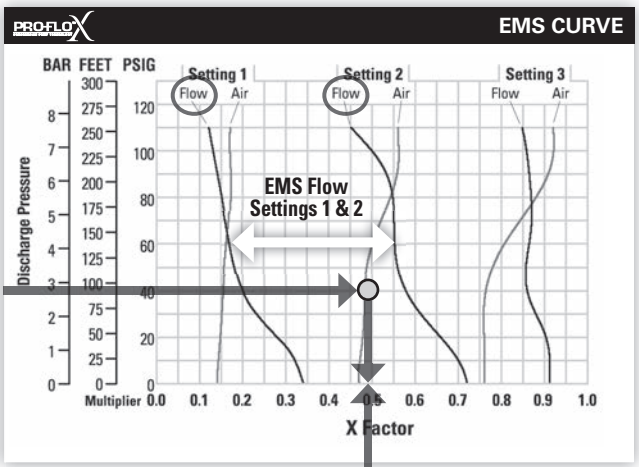

Figure 5
Step 4*: **Determine EMS setting from the flow X Factor.*** Plot the point representing the flow X Factor (0.49) and the application discharge pressure 2.8 bar (40 psig) on the EMS curve. This is done by following the horizontal 2.8 bar (40 psig) psig discharge pressure line until it crosses the vertical 0.49 X Factor line. Typically, this point lies between two flow EMS setting curves (in this case, the point lies between the flow curves for EMS setting 1 and 2). Observe the location of the point relative to the two curves it lies between and approximate the EMS setting (Figure 5). For more precise results you can mathematically interpolate between the two curves to determine the optimal EMS setting.